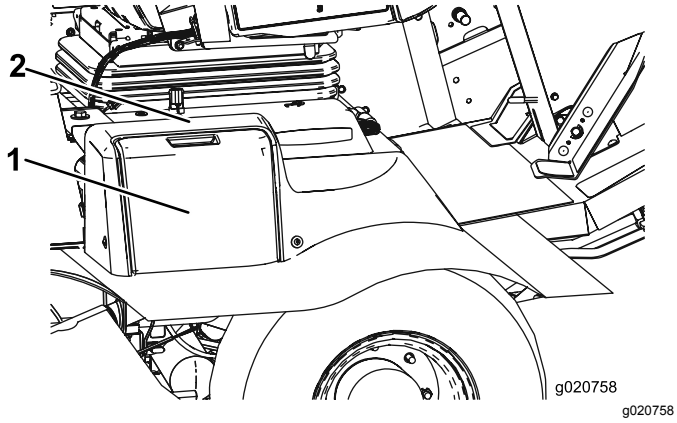

**Figur 80**
1. Åbn batteridækslet (Figur 80). på siden af afskærmningen.
**Bemærk:** Tryk ned på den flade overflade over batteridækslet for at gøre dækslet nemmere at fjerne (Figur 80).